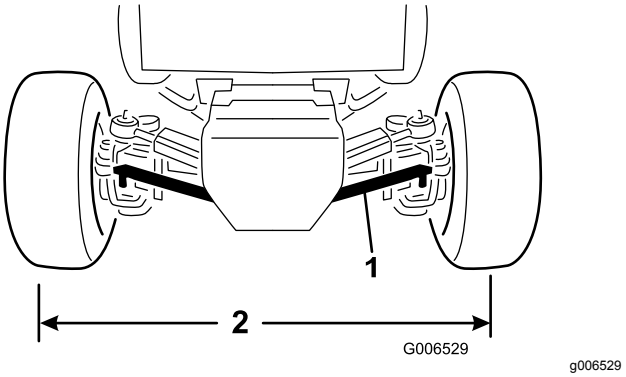

Figur 65
1. Fjern splinten og kronemutteren som fester ett av parallellstagets kuleledd til monteringsbraketten på akselen, og skill kuleleddet fra akselen (Figur 65).
3. Roter kuleleddene på parallellstagene inn eller ut, til avstanden fra midten til midten foran og bak på bakhjulene er den samme (Figur 65).